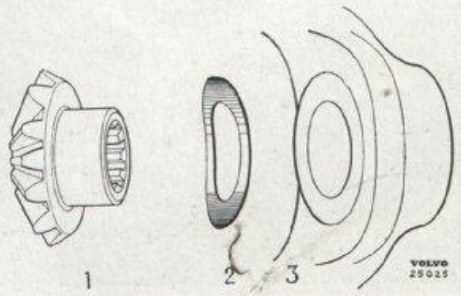

Bild 5-17. Mont av fjädrande tryckbrickor
2. Lägg in tryckblocket (12) och driv i axeln (10).
3. Kontrollera differentialen. Förekommer glapp monteras nya tryckbrickor. De plana tryckbrickorna (5) kan bytas antingen mot överdimensionsbrickor eller fjädrande tryckbrickor. Montera de fjädrande tryckbrickorna rätt. "Ryggen" skall vändas mot differentialhuset, se bild 5-17.